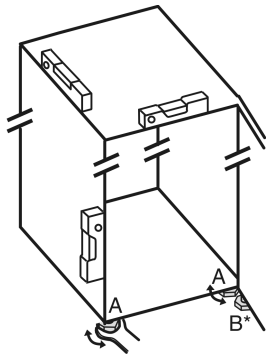

Fig. 6
▶ Izmantojot pievienoto uzgriežņu atslēgu un līmeņrādi, izskrūvējiet kājiņas *Fig. 6 (A)*, līdz ierīce ir noregulēta stabilā un taisnā stāvoklī.
▶ Izmantojot pievienoto uzgriežņu atslēgu, izskrūvējiet kājiņu *Fig. 6 (B)* no gultņa balsta, līdz tas atrodas uz grīdas.
▶ Pagrieziet kājiņu *Fig. 6 (B)* vēl par 90°.